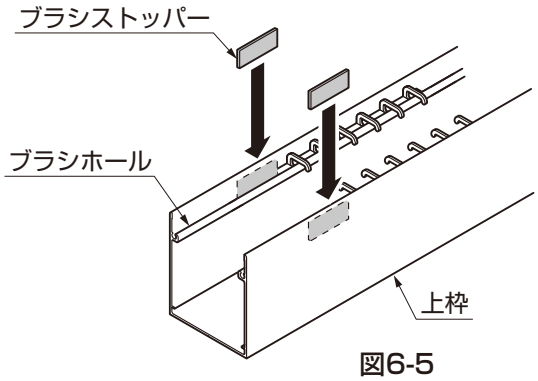

図6-5
③ブラシストッパーのリケイ紙をはがし、下がり止めブラシが動かないようブラシホールに差込み、上枠内側に貼付けてください。（図6-5参照）